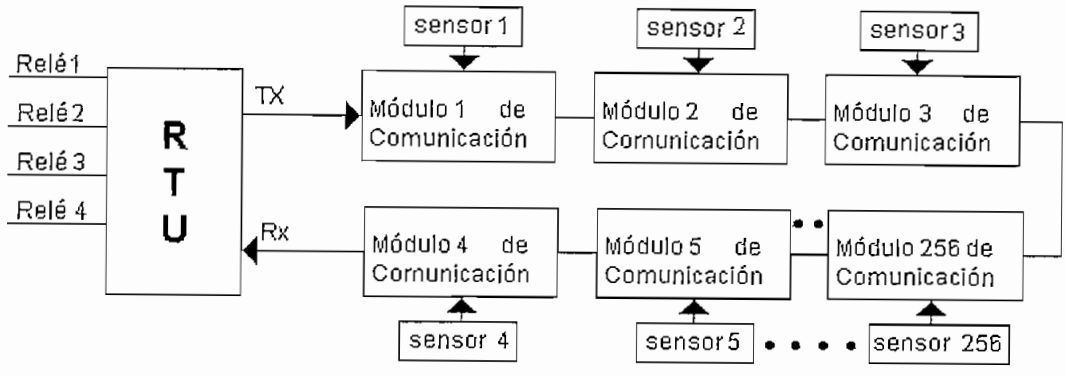

Figura 1.10
9) Una alternativa para áreas de mayor riesgo y que requiere mayor grado de seguridad, como es evitar un incendio o robo en una planta industrial petroquímica, es utilizar las RTU. Estas RTU se comercializan en el mercado internacional y nacional, y un resumen de las funciones que cumplen pueden verse en el diagrama de bloques de la Figura 1.10.